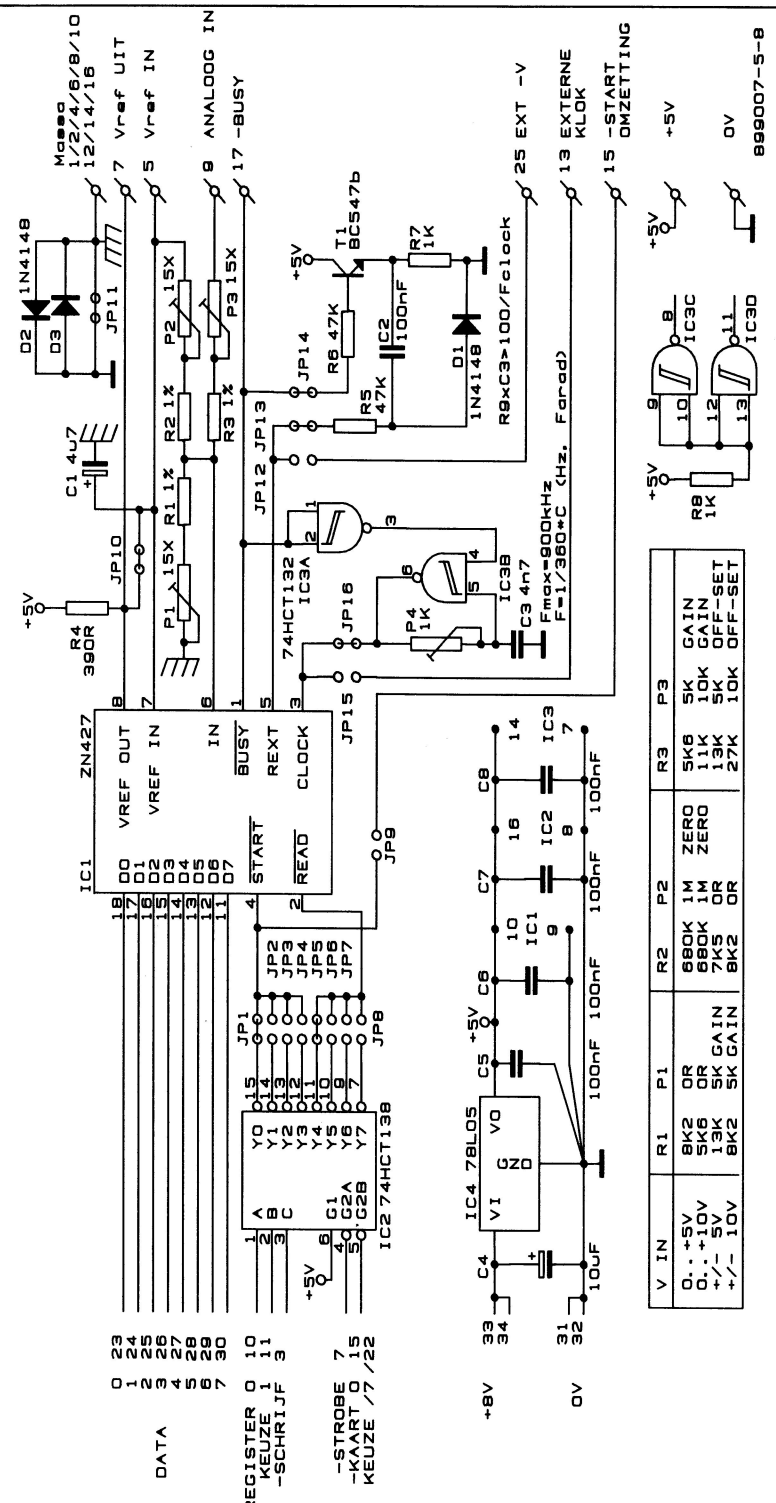

Figuur 5-8. ZN427 A/D-omzetter
5) Met de schakeling rondom de drie potmeters P1, P2 en P3 en de drie weerstanden R1, R2 en R3 kan het ingangsbereik bepaald worden. In theorie kan binnen zekere grenzen elk ingangsbereik worden gekozen door de waarde van deze weerstanden aan te passen. Zonder netwerk is de volle schaal spanning gelijk aan de referentiespanning. Met het netwerk worden grotere unipolaire signalen verzwakt tot dit bereik. Kleinere signalen ($V_{in} < +2{,}56$ V) moeten eerst versterkt worden. Bipolaire signalen worden van een zodanige offset voorzien dat de konverter een unipolair signaal ziet. In de tabel bij figuur 5-8 is te zien hoe de schakeling op vier veel gebruikte ingangsbereiken kan worden ingesteld, bij het afregelen komt de berekening van de weerstandswaarden aan bod. Opvallend is daarbij dat de funktie van de potmeters verschilt. Als er 0R staat, betekent dat er een draadbrug voor in de plaats kan. De rest van het Mikrosysteem is er op gericht om zoveel mogelijk tussen 0 V en +5,12 V te werken. De signalen van sensors zullen vaak naar een spanning tussen 0 V en +5,12 V vertaald worden. Dit ingangsbereik is dus de meest voor de hand liggende keuze.